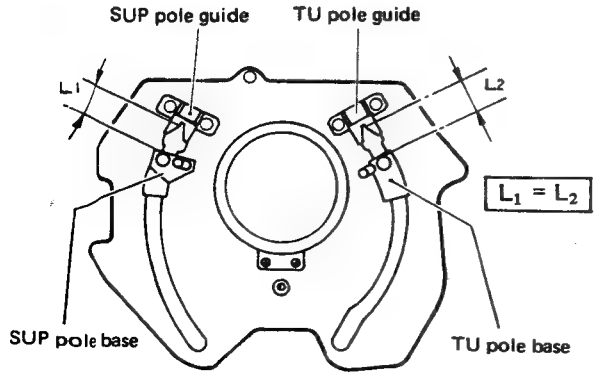

Fig. 2-20 Loading ring check (L_1 = L2)
8. Turn the motor by hand to shift the loading rings slightly in the unloading direction. Confirm that the pole bases of the supply and take-up sides are evenly spaced (Fig. 2-20).